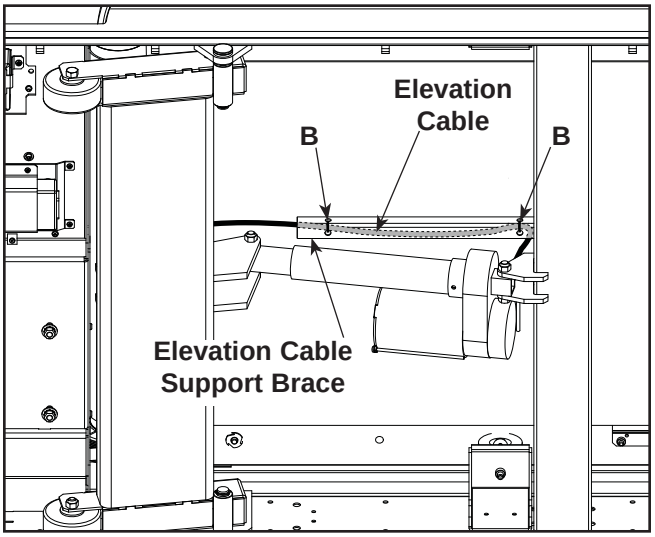

Figure 2
B. Using the side cutters, cut the two wire ties, securing the elevation cable to the elevation cable support brace. See Figure 2.